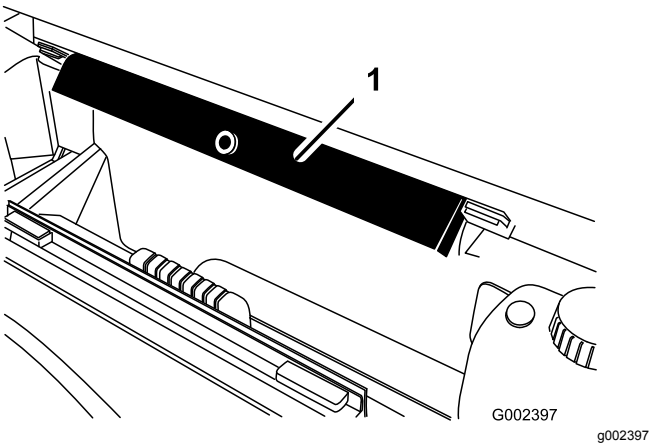

Figur 11
8. Fjern støtten til planet fra lagringsbrakettene på baksiden av veltebøylepanelet (Figur 11).